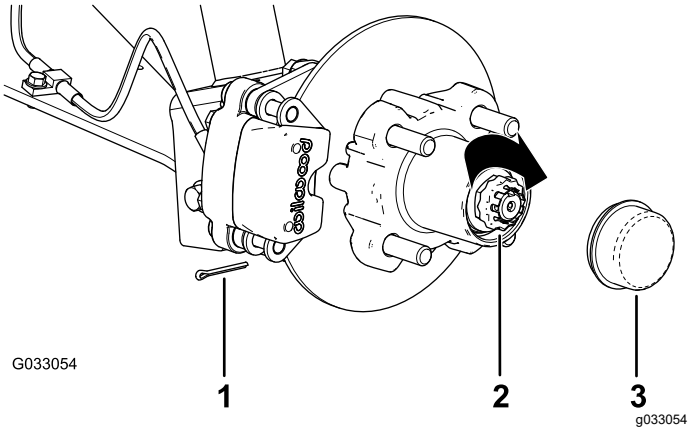

Figuur 28
8. Monteer de borgschroef over de moer en controleer de uitlijning van de sleuf in de schroef en de opening in de as voor de borgpen (Figuur 28).
9. Monteer de borgpen en plooi beide uiteinden rond de borgschroef (Figuur 28).
10. Plaats de stofkap op de naaf (Figuur 28).